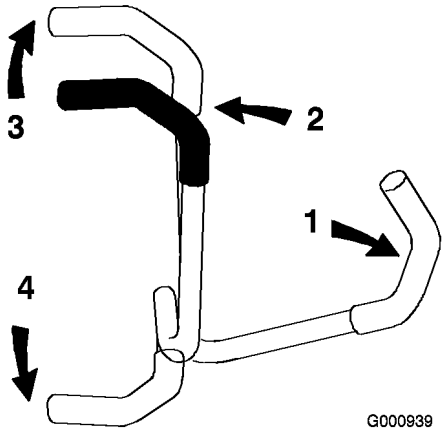

Figur 16
3. Kör framåt genom att försiktigt föra rörelsereglagen framåt (Figur 16).
Kör rakt fram genom att trycka lika mycket på båda rörelsereglagen (Figur 16).
För att svänga vrider du rörelsereglaget mot neutralläget i den riktning du vill svänga (Figur 16).
2. Backa genom att försiktigt dra rörelsereglagen bakåt (Figur 16).
För att svänga lättar du på trycket på det rörelsereglage som är närmast det håll som du vill svänga åt (Figur 16).